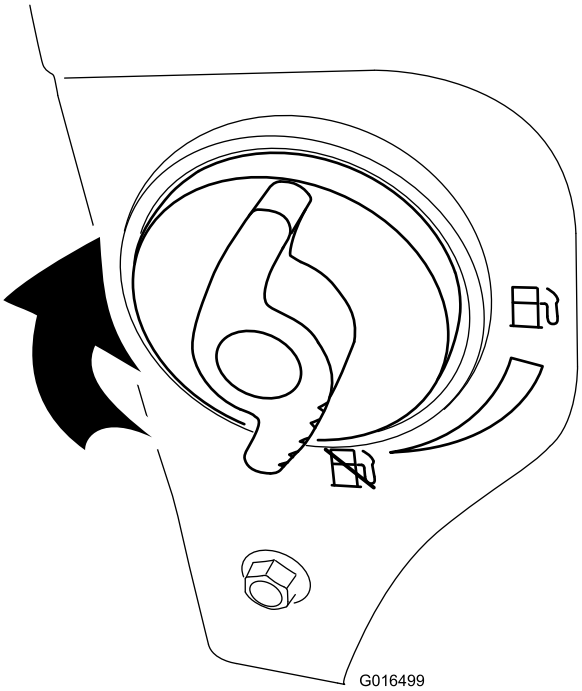

Figur 33
4. Luk brændstofafbryderventilen ved at dreje den med uret (Figur 33).